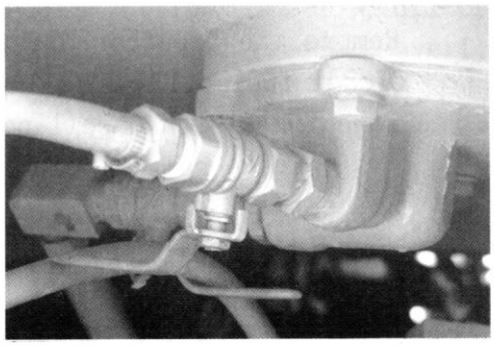

Рис. 4-22.
а) Затяните клапан (1) в нижней части топливного бака (Рис. 4-22)